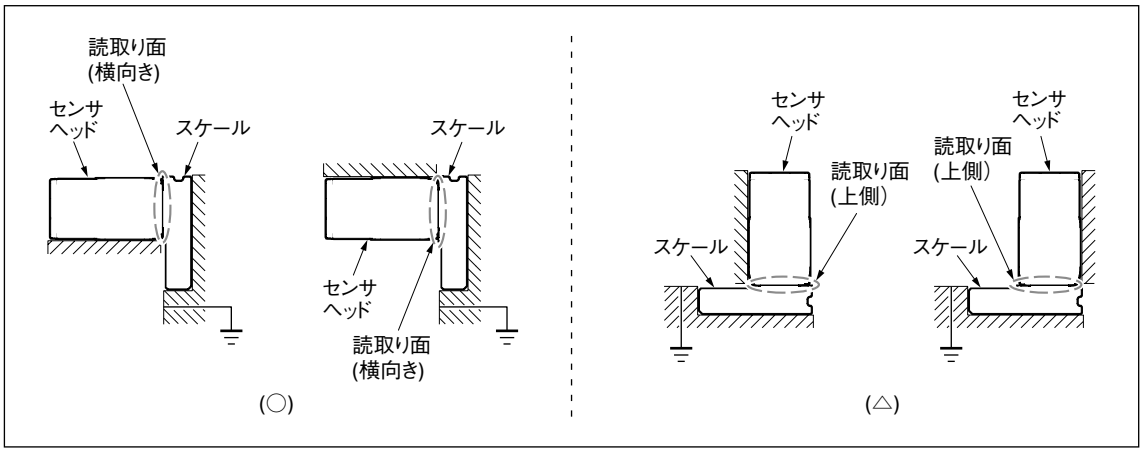

図 3-1
- センサヘッド取付け後、有効長 (L) を超えてセンサヘッドを動かすと破損します。センサヘッドの移動は必ず有効長範囲内としてください。
- スケールユニットは、センサ読取面がスケールの横向きになるように取付けてください。横向きが不可能な場合、上側になるようにしてください。(図 3-1)